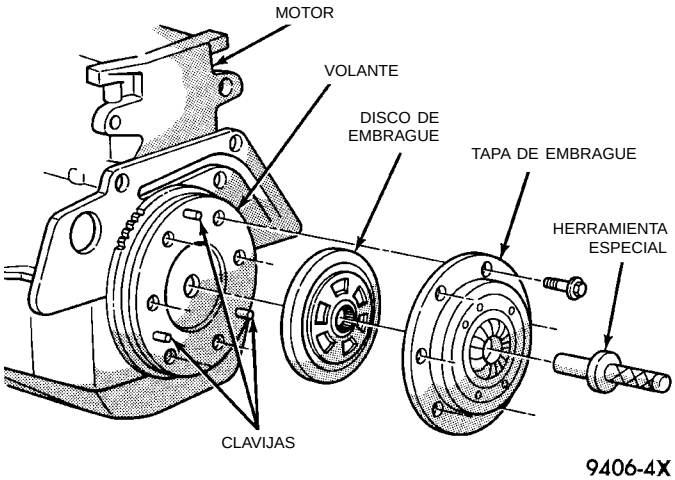

Fig. 8 Instalación del embrague
(1) Instale el conjunto de embrague en el volante con el disco centrado mediante la Herramienta especial 6724, teniendo cuidado de alinear correctamente los pernos y las marcas de alineación efectuadas antes del desmontaje. El lado del volante del disco de embrague está marcado para su correcta instalación. Si se instala un volante o embrague nuevo, alinee el punto de equilibrio naranja de la tapa lo más cerca posible del punto de equilibrio naranja del volante. Aplique presión en la herramienta de alineación. Centre la punta de la herramienta en el cigüeñal y el cono de deslizamiento dentro de las garras del embrague. Apriete los pernos de fijación lo suficiente como para mantener el disco en posición (Fig. 8).